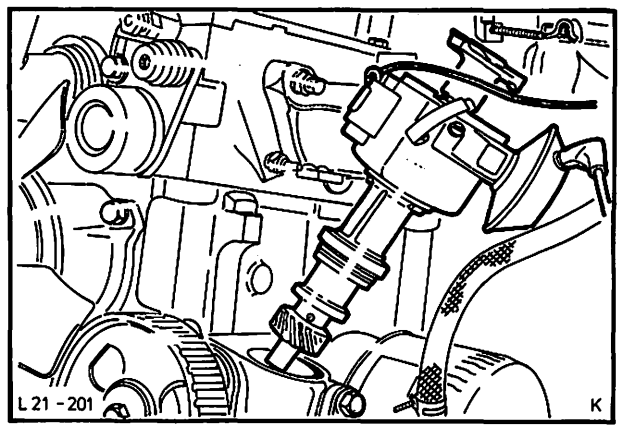

Abb. 301 Zündverteiler ausbauen
3. Verteilerkappe abnehmen und Zündverteiler ausbauen, Abb. 301. Schraube Zahnriemenrad-Nebenwelle herausschrauben.